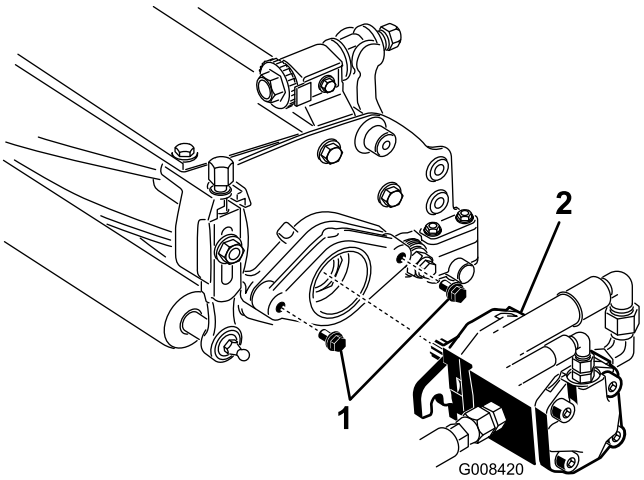

Figur 12
8. Sæt monteringsskruerne på knivcylinderdrevets motor på hver klippeenhed. Efterlad ca. 13 mm af gevind synligt på hver monteringsbolt (Figur 12).
10. Indfedt motorens notaksel med rent fedt, og monter motoren ved at dreje motoren med uret, så motorflangerne går fri af tapskruerne. Drej motoren mod uret, indtil flangerne indeslutter tapskruerne (Figur 12).
11. **Spænd monteringsboltene** (Figur 12).